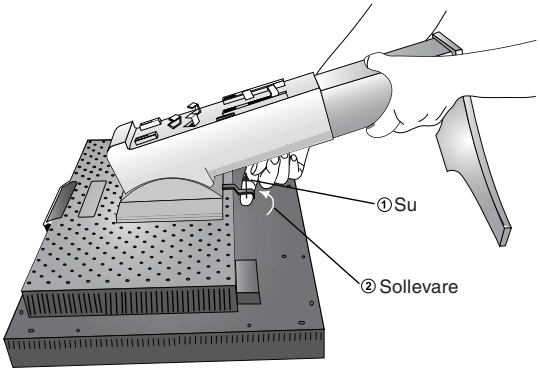

Figura S.2
4. Afferrare con una mano la base e con l'altra la leva di sblocco rapido. Spostare la leva nella direzione indicata dalle frecce (**Figura S.2**).